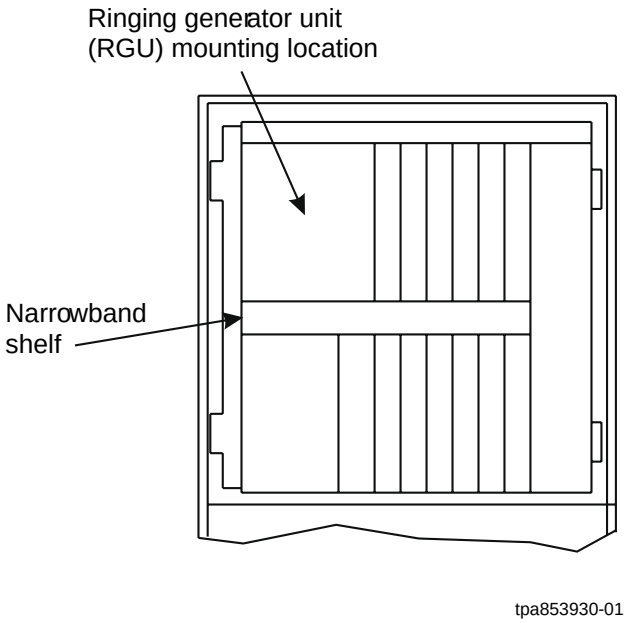

Figure 1 – Front View of Narrowband Shelf
2. Locate the mounting location for the **RGU** on the NBS (Figure 1).